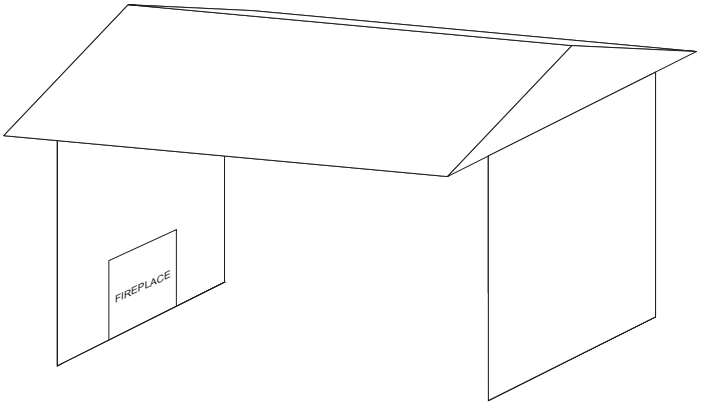

**Figure 5**
- Within a partial enclosure which includes an overhead cover and no more than two side walls. These side walls may be parallel, as in a breezeway or at right angles to each side. **See Figure 5.**